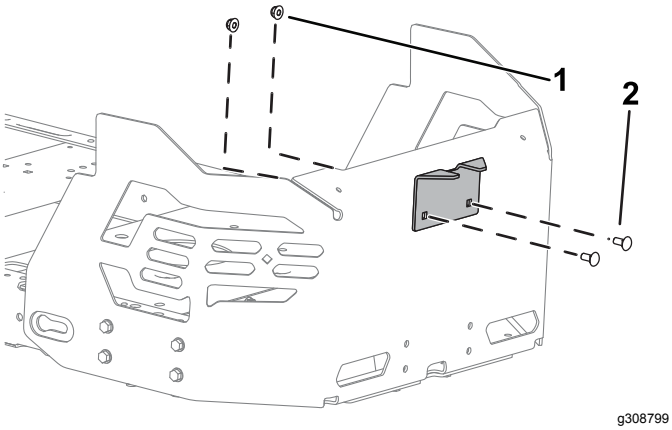

Figur 14
2. Montera stabiliseringsfästet på motorskyddet med två vagnskruvar (5/16 x ¾ tum) och två låsmuttrar (5/16 tum) enligt Figur 14.